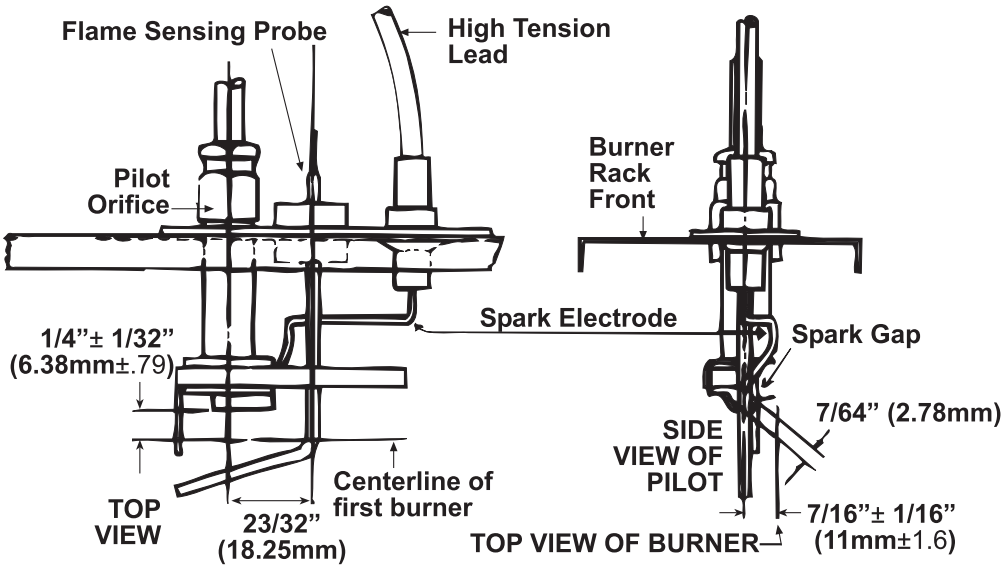

Figure 25. Pilot Assembly Spark Gap
4. Check the spark gap (see **Figure 25**), which should be maintained to 7/64 inch.
c. Verify that pilot spark gap (see **Figure 25**) is approximately 7/64 inch.